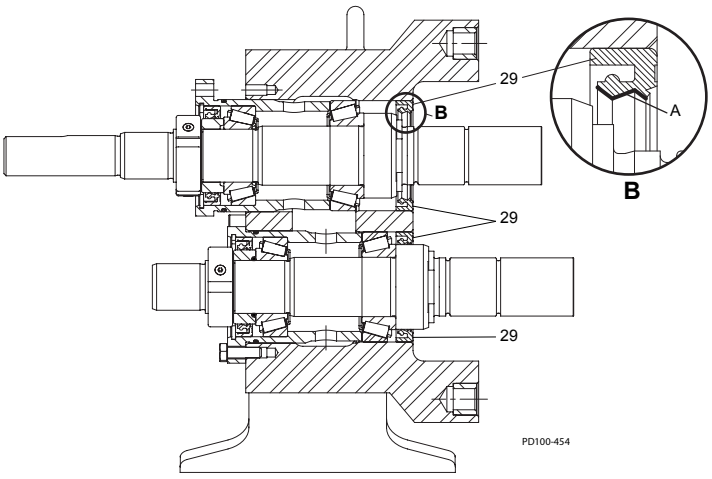
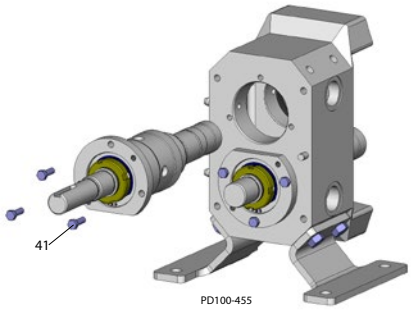

Afbeelding 48 - Lagersmeer aanbrengen
Afbeelding 49 - Met kolomschroeven bevestigen
1. Zie Afbeelding 48. Breng een laagje lagersmeer op de binnendiameter (item A) van de voorste afdichtingen aan (item 29).
2. Installeer de asaggregaten op de tandwielkast en maak deze met kolomschroeven (Afbeelding 49, item 41) vast. Breng een dunne laag lagersmeer op de boorgaten en lagerschalen aan om de installatie te vergemakkelijken. Wees voorzichtig zodat de lipafdichtingen (Afbeelding 48, item 29) tijdens de montage niet worden beschadigd.